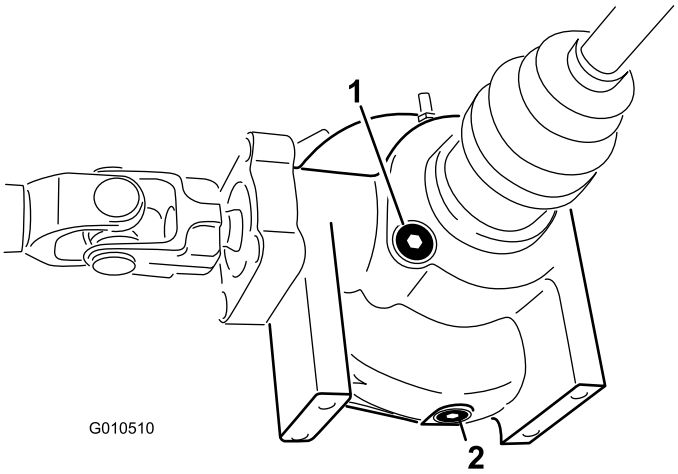

Figur 20
2. Rengjør området rundt påfyllings-/kontrollpluggen på siden av differensialen (Figur 20).